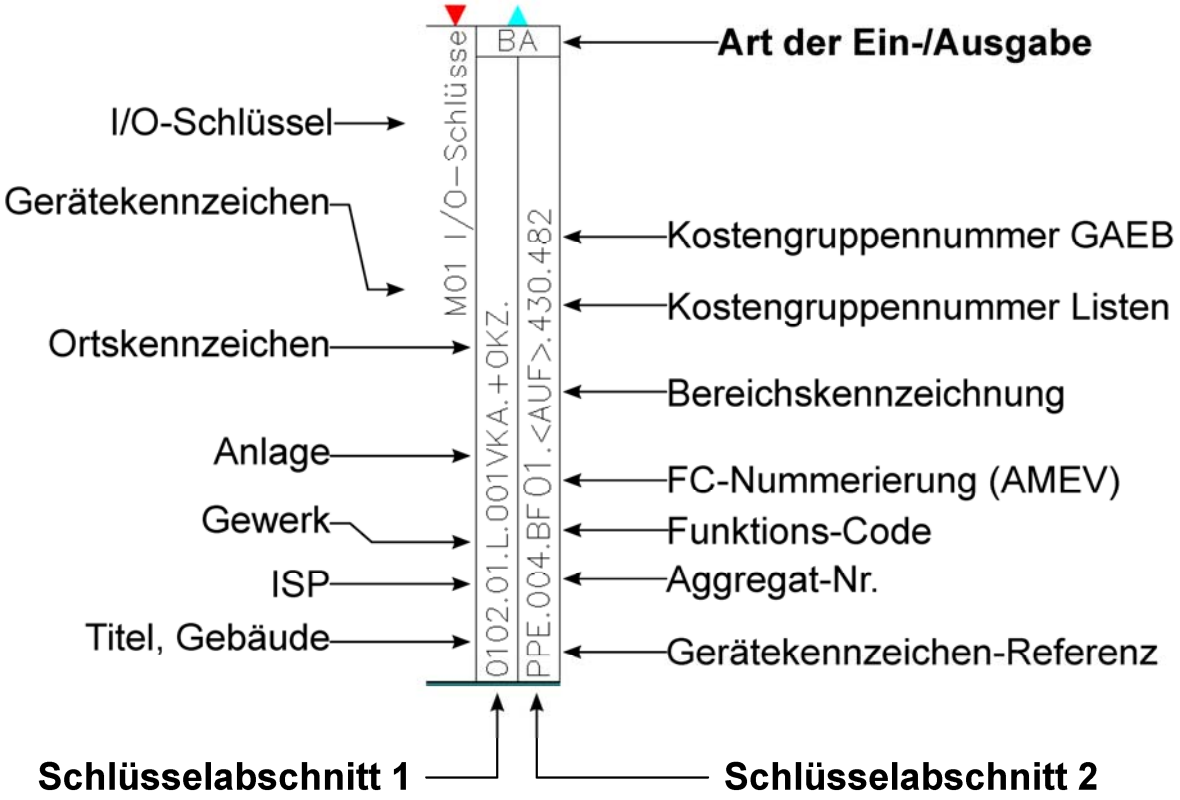
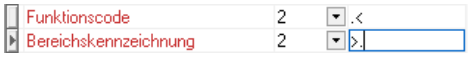

Bild 24.4 – Zuordnung des Schlüsselabschnitts
Bild 24.5 – Trennzeichen können für jeden Teilschlüssel individuell gewählt werden
Die Ziffern *1* und *2* in der Spalte *Schlüsselabschnitt* legen fest, in welchem Bereich des zweiteiligen Benutzerschlüssels die Einträge aufgelistet werden (Abb. 24.4):
- Um z. B. das Bereichskennzeichen nach dem Vorbild von Bild 24.4 nicht nur zwischen Punkte, sondern auch zwischen spitze Klammern zu setzen, verleihen Sie dem Teilschlüssel unmittelbar davor – hier dem Funktionscode – einen Punkt und eine aufschwingende Klammer. Das Bereichskennzeichen selbst hingegen endet mit einer schließenden Klammer und einem Punkt (Abb. 24.5).
zerschlüssel. Der resultierende Anlagenschlüssel wird später ins Schriftfeld übertragen. Für den Benutzerschlüssel bedeuten diese Angaben den *Schlüsselabschnitt 1* nach Bild 24.4.
Für den *Schlüsselabschnitt 2* nach Bild 24.4 werden Geräte im Automationsschema benötigt. Fügen Sie wie nachfolgend beschrieben einen Vorerhitzer ein, komplett mit Pumpe, Ventil und Temperaturfühlern.